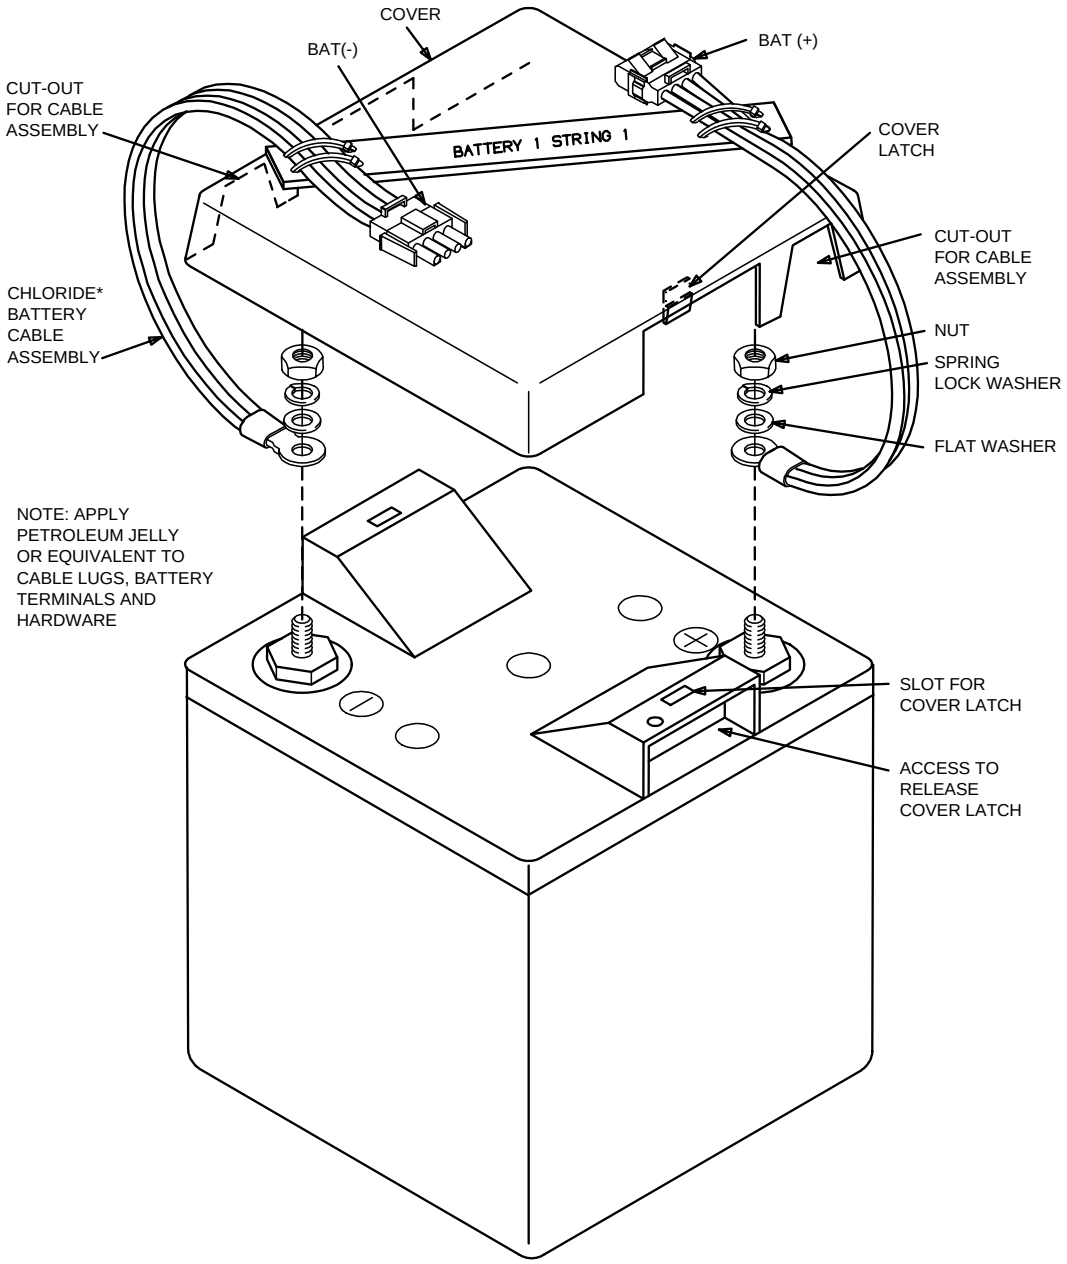

**Figure 1 – Detail of Chloride Batteries and Cable Assembly**
Get eight *Chloride* 3VB11 (COMCODE 405890336) batteries [Figure 1] and hardware (but discard connecting straps). Get cable assemblies (shipped with cabinet as Group 62) for connecting batteries:
On cable assembly [Figure 1], connect **BAT (+)** cable to **+** (positive) terminal of battery by installing cable lug, flat washer, spring lock washer, and nut on battery post. **Use only open-end wrench supplied with battery to tighten nut** (which prevents over-tightening). If no wrench is supplied, torque wrench may be used to tighten nut (8mm) to recommended fastening torque value of 4 ft-lbs (48 in-lbs). Do not overtighten.
9. On cable assembly [Figure 1], connect **BAT (–)** cable to – (negative) terminal of battery by installing cable lug, plain washer, spring lock washer, and nut on battery post. **Use only open-end wrench supplied with battery to tighten nut** (which prevents over-tightening). If no wrench is supplied, torque wrench may be used to tighten nut (8mm) to recommended fastening torque value of 4 ft-lbs (48 in-lbs). Do not overtighten.